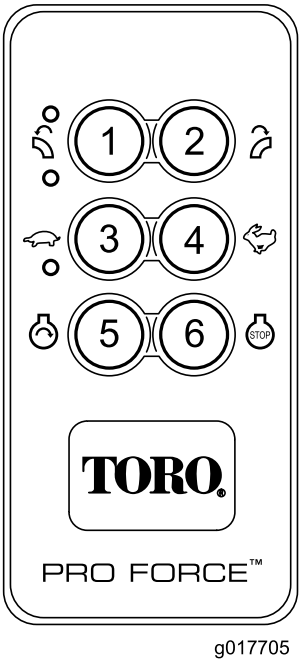

**Figur 11**
4. Motorstart aktiveres kun ved at trykke på startknappen, når Engine Start Enable Condition (aktiveringstilstanden for motorstart) er aktiv. Aktiveringstiltanden for motorstart kan kun aktiveres, når den følgende Engine Start Enable Sequence (aktiveringssekvens for motorstart) er blevet udført (Figur 11).